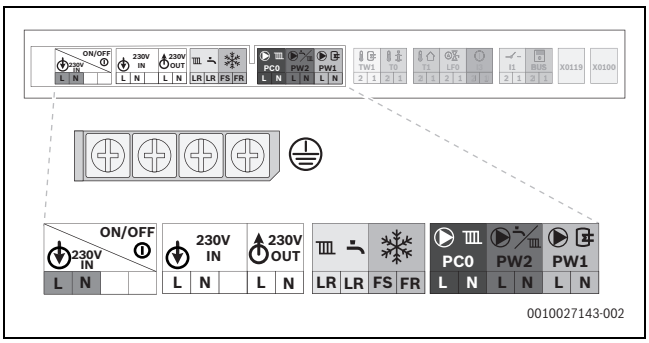
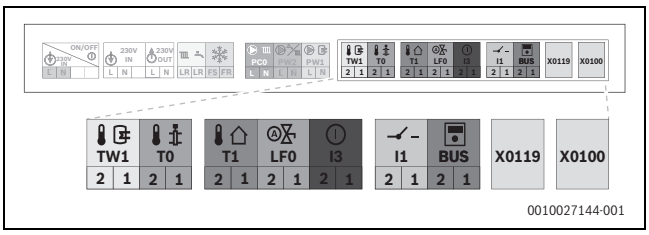

Rys. 128 Zakres napięcia sieciowego: listwa zaciskowa
Rys. 129 Zakres niskiego napięcia: listwa zaciskowa
- Podłączyć kabel do listwy zaciskowej na zewnętrzny osprzęt dodatkowy (→rys. 128 i rys. 129).